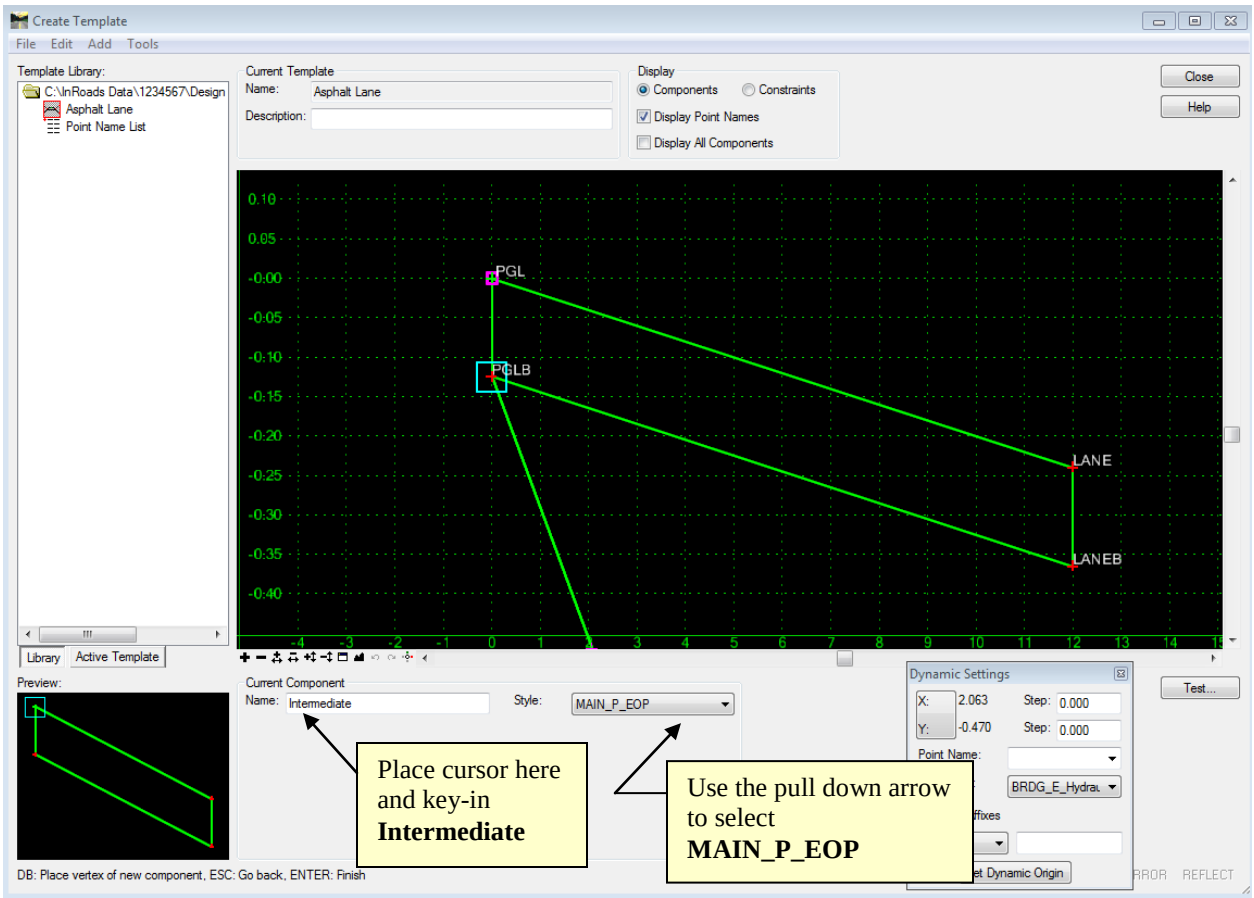

Figure L7-19 Create Template
29.	**Label the Component 'Intermediate' and Give the Component a Feature Style of 'MAIN_P_EOP'.** • With the Dynamic line still attached, move the cursor to the **Current Component** entry field and Left click in the field as shown in *Figure L7-19*. • In the **Name:** field key-in ***Intermediate*** as shown in *Figure L7-19*. • In the **Style:** field use the pull down arrow to select ***MAIN_P_EOP*** as shown in *Figure L7-19*.